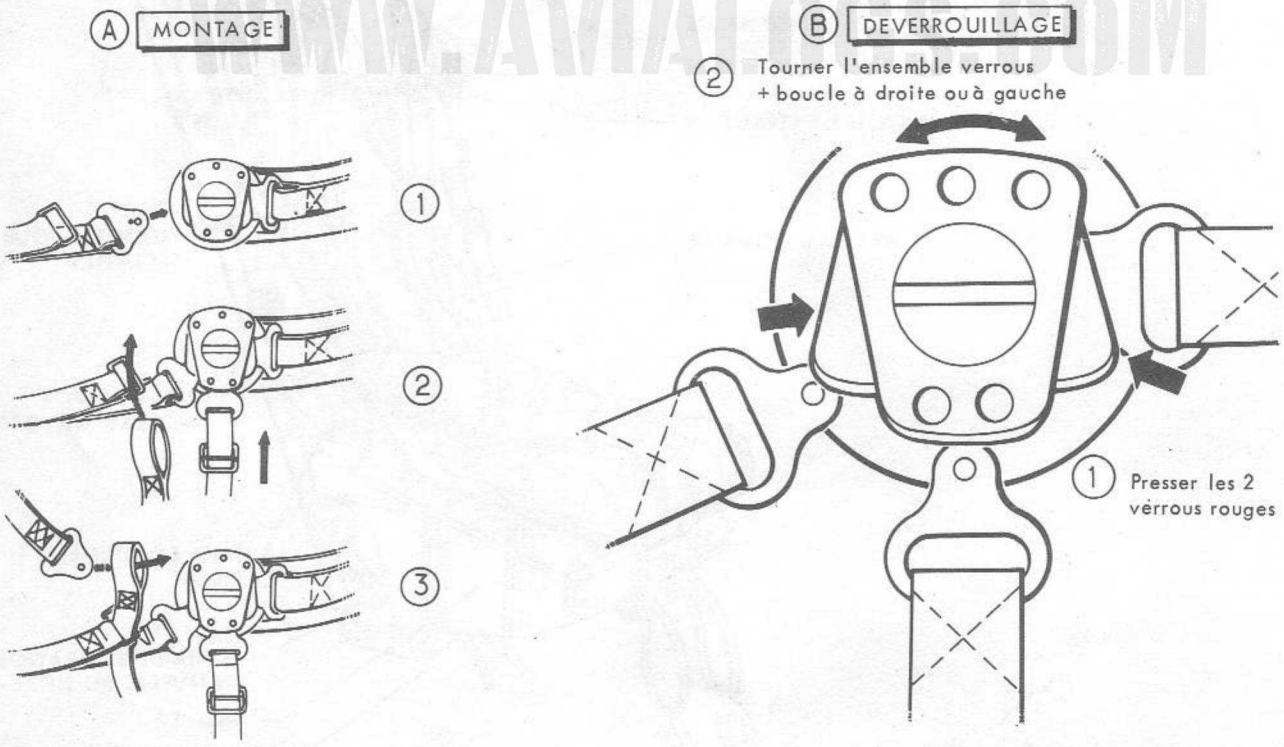

FIGURE 3 - MONTAGE ET DEVERROUILLAGE DU HARNAIS
13.1.2.3 - Harnais combiné (Fig. 3 et 4)